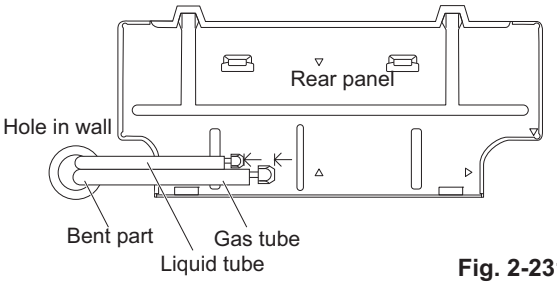

Fig. 2-231
(1) Lead the tubing and drain hose through the wall, allowing sufficient length for connection. Then bend the tubing using a tube bender to make the attachment. (Fig. 2-231)
(2) Switch the drain hose and drain cap.